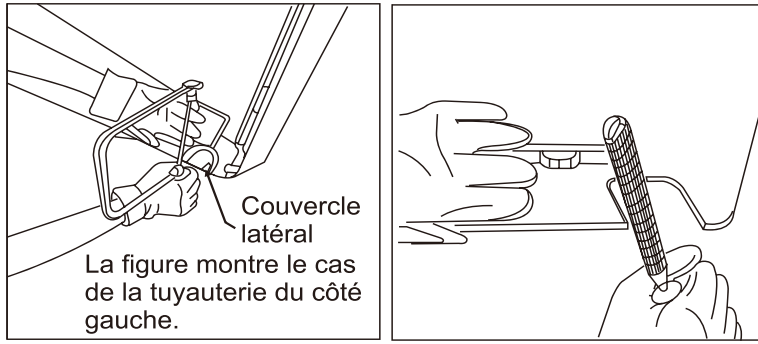

Fig 2
4. Tuyauterie inférieure ou latérale (voir Fig. 2)